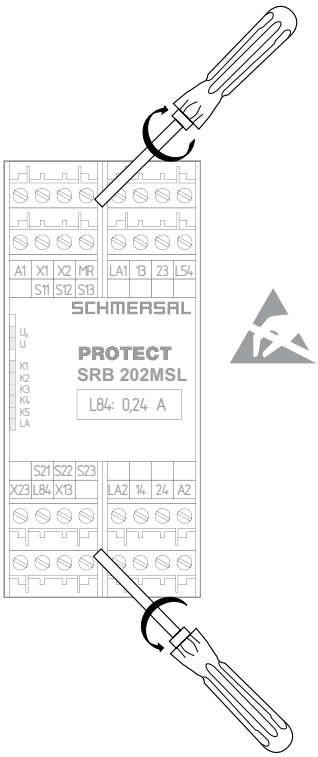

Rys. 2
- Aby ustawić wyjście sygnalizacyjne L84, należy otworzyć obudowę. Aby otworzyć przednią pokrywę, należy delikatnie podważyć płaskim śrubokrętem górne i dolne wycięcie pokrywy (patrz rys. 2). Gdy przednia pokrywa jest otwarta, należy przestrzegać wymagań ESD. Po zakończeniu ustawiania ponownie zamontować przednią pokrywę.